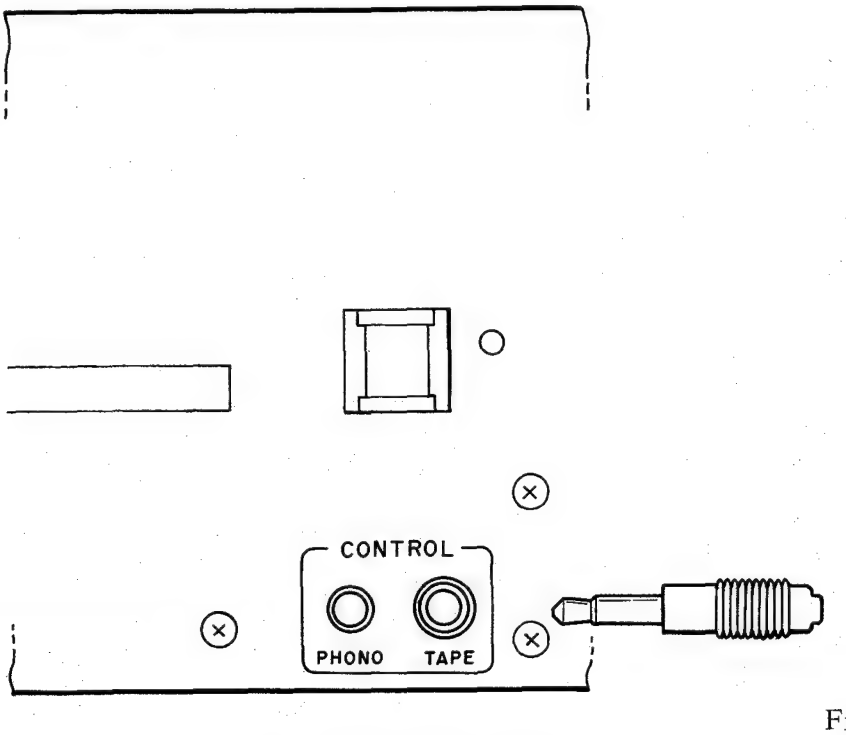

Fig. 6-2
2) Accordingly, when the lone use of the AA-M33 is desired for repairs, readjustment, or equivalent, or when it is used, connected to a tape deck other than the HX-M33, connect a mini-plug (3.5mm diameter) such as shown in Fig. 6-2 to the control jack (Tape) provided on the rear panel, for the necessary repairs or readjustment.